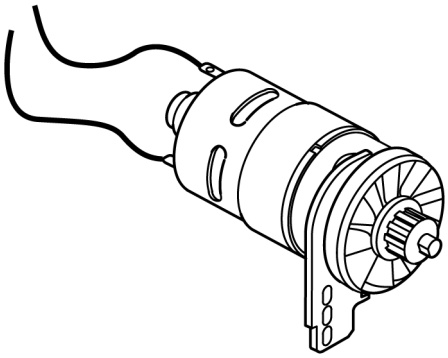

Рис. 102
- Вытяните оба присоединительных провода двигателя (рис. 102).
- Подсоедините оба присоединительных провода, обратив внимание на знак “плюс” (рис. 102).